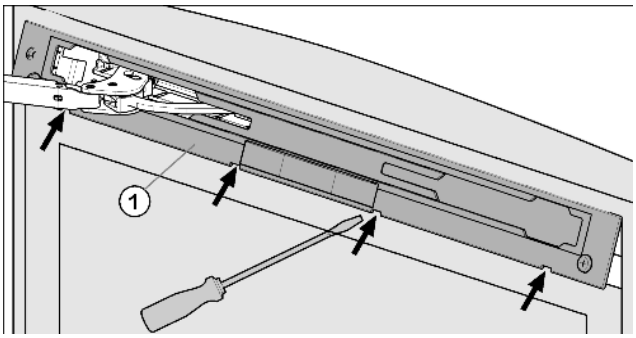

Fig. 4
▶ Blende *Fig. 4 (1)* mit Schlitzschraubendreher ausrasten und abnehmen.